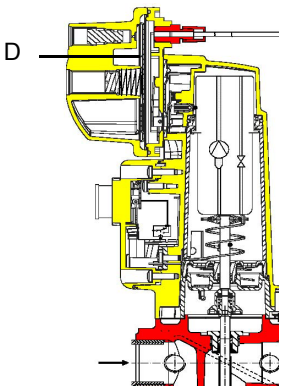

Рис. 8
***ВНИМАНИЕ: диафрагма D исполнительного механизма SKP2 должна находиться в вертикальном положении (Рис. 8).***